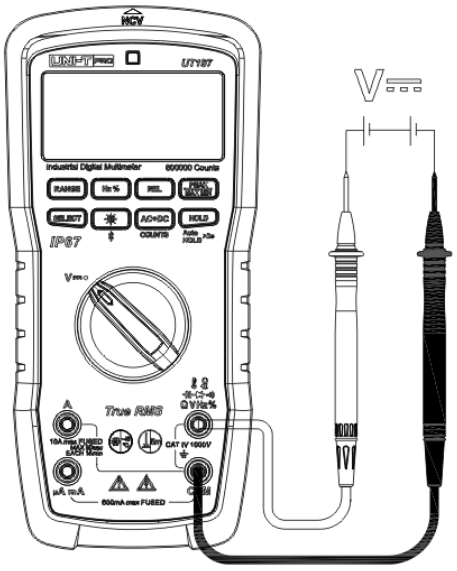

Figura 7
3. Medición de voltaje de DC（Figura 7）